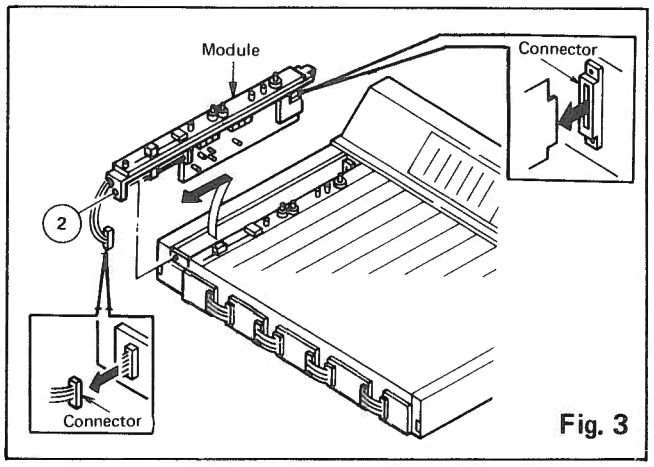

Fig. 3
- Remove the screws ② holding the module and remove the connector. (Fig. 3)